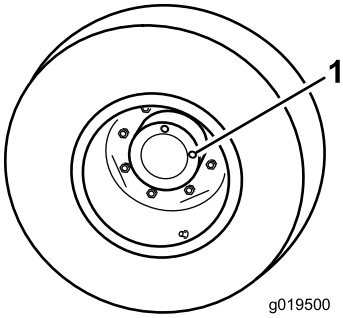

Figur 61
1. Ställ maskinen på en plan yta och placera hjulen så att en kontrollplugg är i läget klockan 12 och den andra är i läget klockan 3 (Figur 61).
1. Kontroll-/avtappningsplugg (2)
2. Ta bort pluggen som sitter i läget klockan 3 (Figur 61).